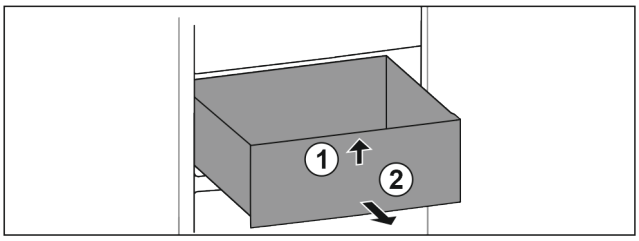

Fig. 138
▶ Ridicați sertarul în față. *Fig. 138 (1)*
▶ Extrageți sertarul spre înainte. *Fig. 138 (2)*